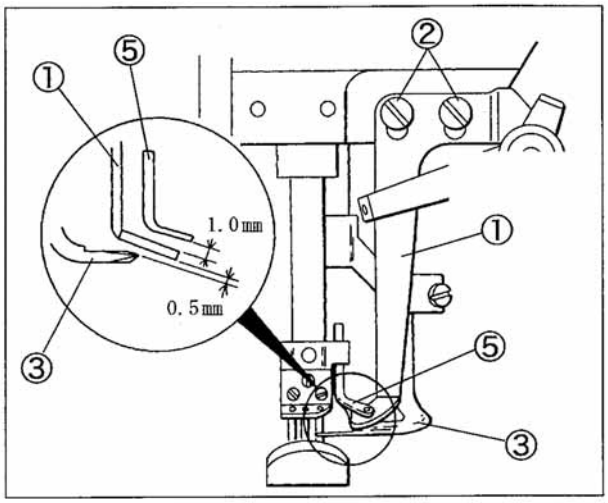

Рис. 6-12
(1) Ослабьте винты ② на направителе верхней покрывной нитки ①. (Рис. 6-12)
(2) Установите зазор 0.5 mm между верхней частью укладчика ③ и нижней поверхностью направителя верхней покрывной нитки ①. (Рис. 6-12)
(3) Установите крючок ④ в центре прорези направителя верхней покрывной нитки ① в момент, когда укладчик ③ находится в крайней правой позиции. Затем прочно затяните винты ②.(Рис. 6-12 и 6-13)
(2) Установите зазор в 1.0 мм между верхней частью направителя верхней покрывной нитки ① и верхней частью направителя верхней покрывной нитки ⑤ в момент, когда игловодитель находится в крайней нижней позиции. (Рис. 6-12)